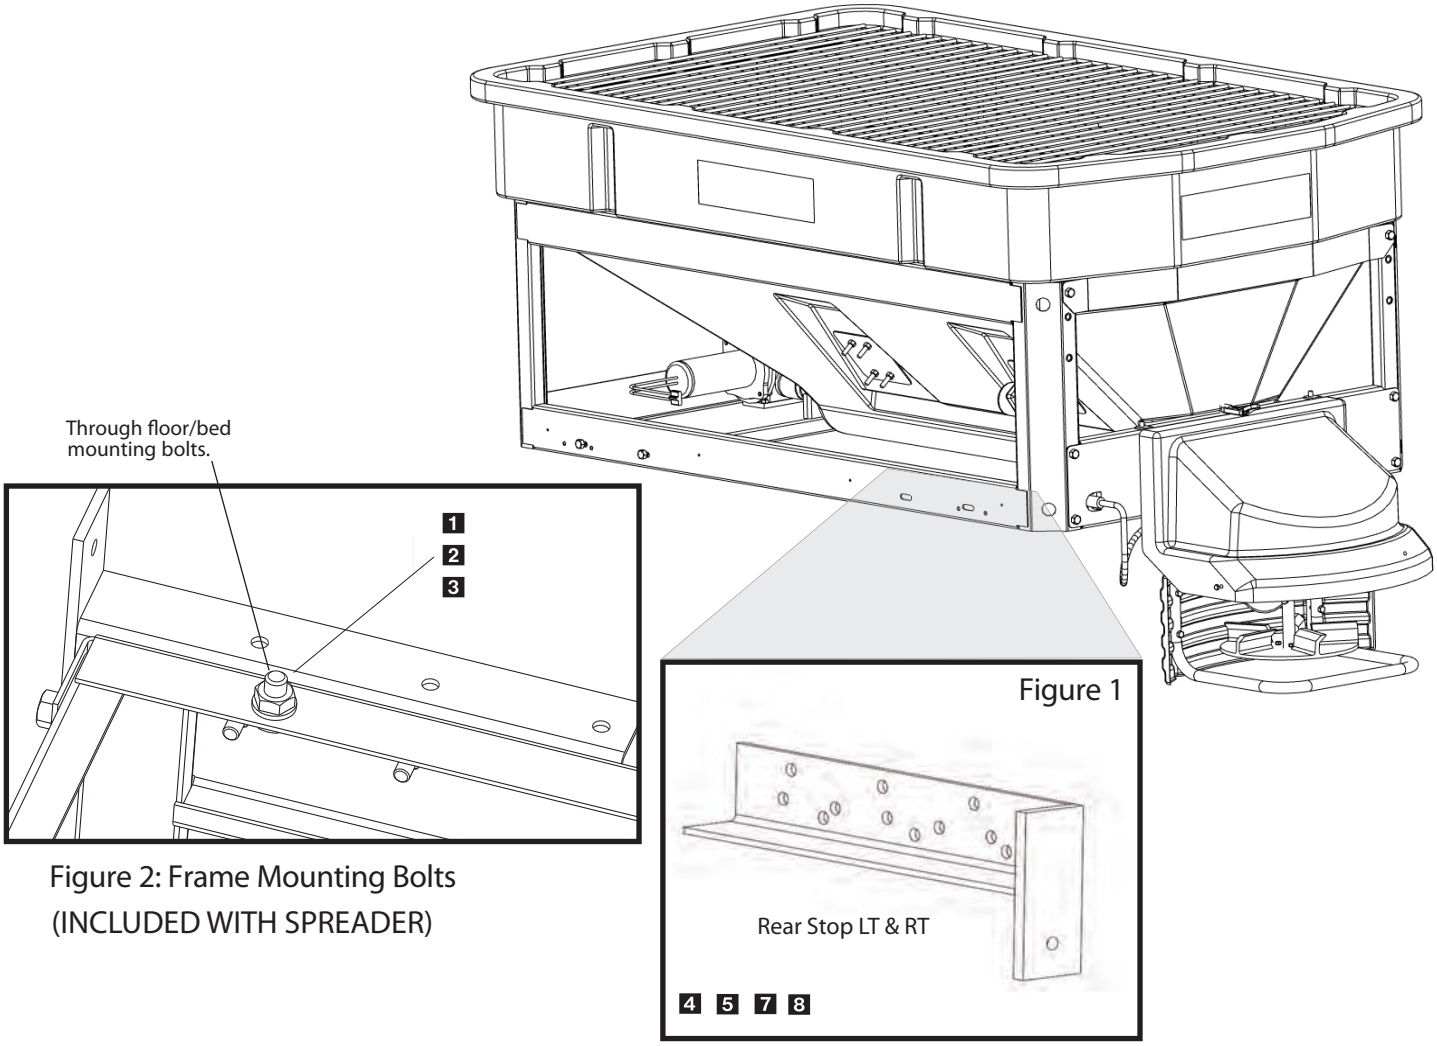

Figure 2: Frame Mounting Bolts (INCLUDED WITH SPREADER)
Step 4: Install stop bars using supplied hole patterns (see Fig.2). To achieve the best position, you may need to drill additional holes in bracket in order to properly position spreader.
Step 5: Now that the spreader is located front to back, you will now center it left to right. Looking at the inside front and rear corner area of the lower frame area, you will notice (4) holes in the bottom of the frame. Using a paint pen or similar marking device, mark hole locations.
Step 7: Install and tighten all (4) bolts.